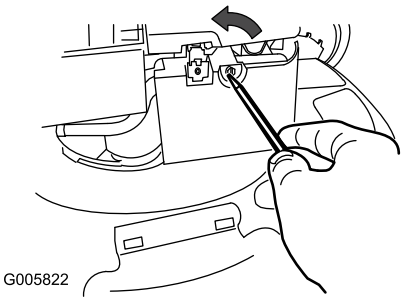

Figur 19
1. Brug en skruetrækker til at åbne luftfilterdækslet (Figur 19).